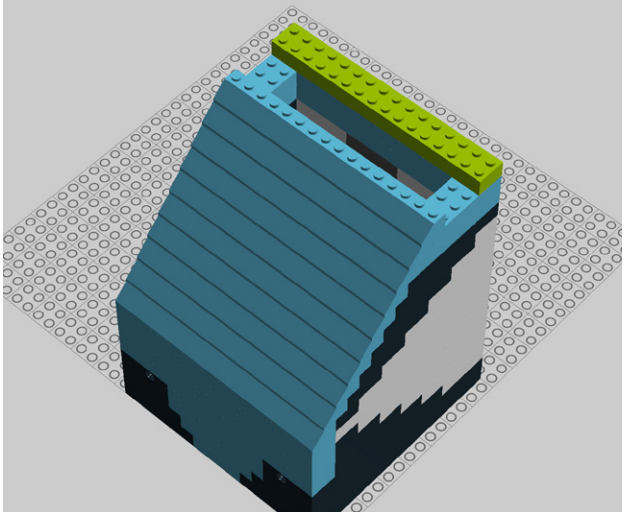

Figure 9-69. *Step 64: Adding four 2x4 translucent bricks*
64. Add four 2x4 translucent bricks (Figure 9-69).